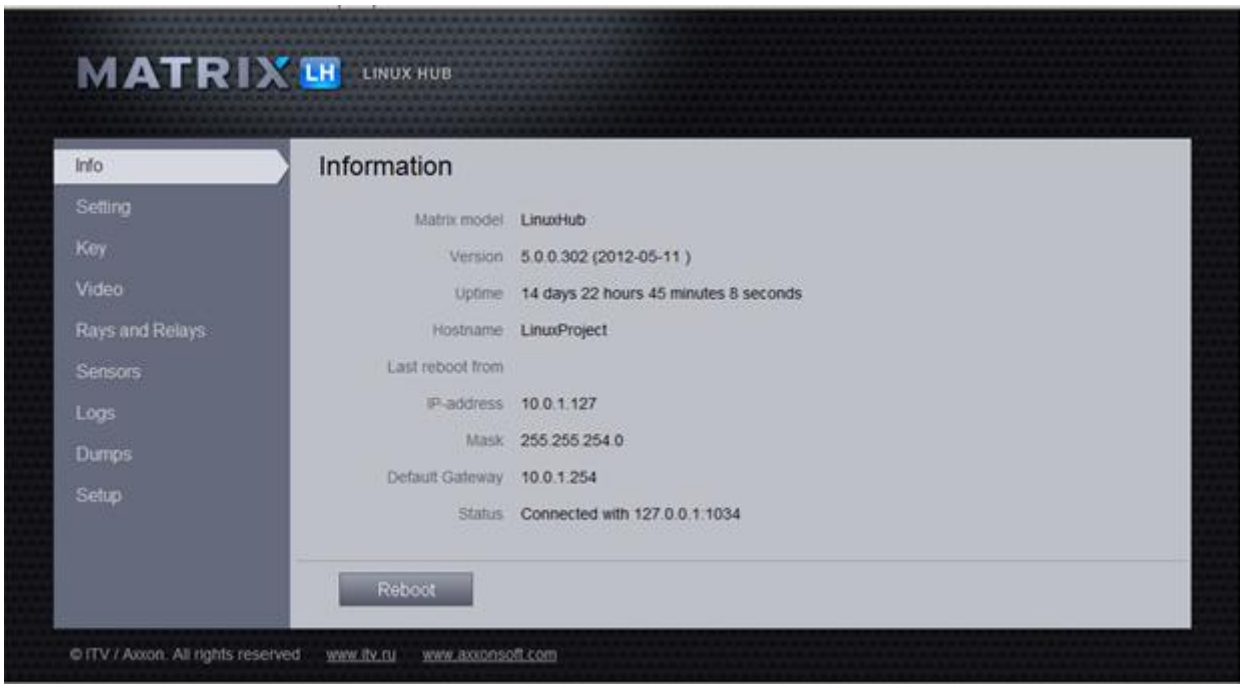

Figure 7.3—1 The LS (LH) Web interface home page (Info tab)
To open the LS (LH) Web interface, enter the IP-address of the required LS (LH) into the address line of the browser. The Web interface home page will load (Figure 7.3—1).